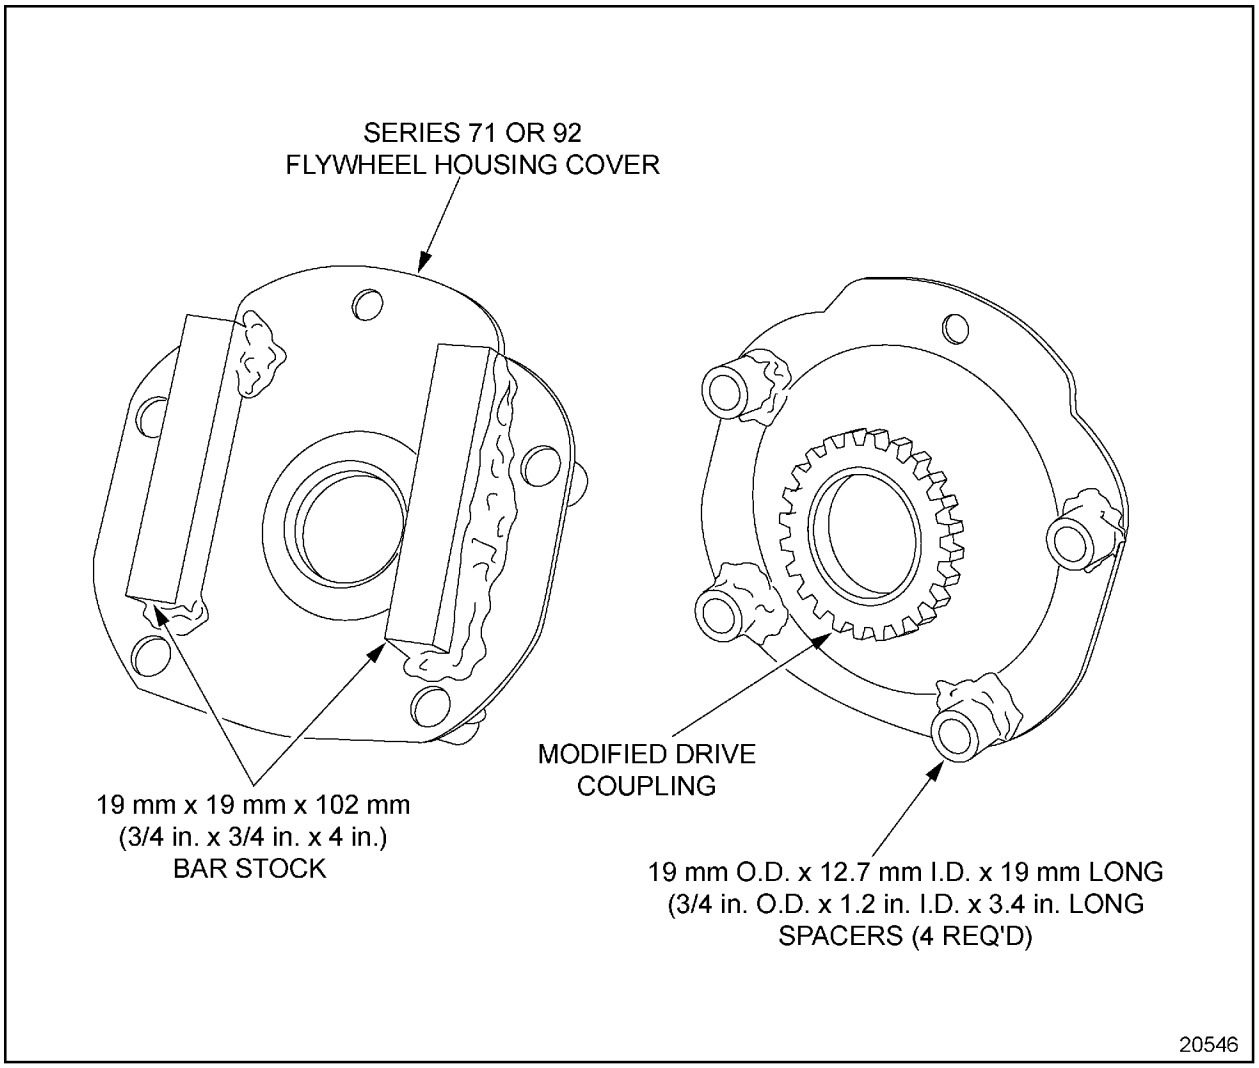
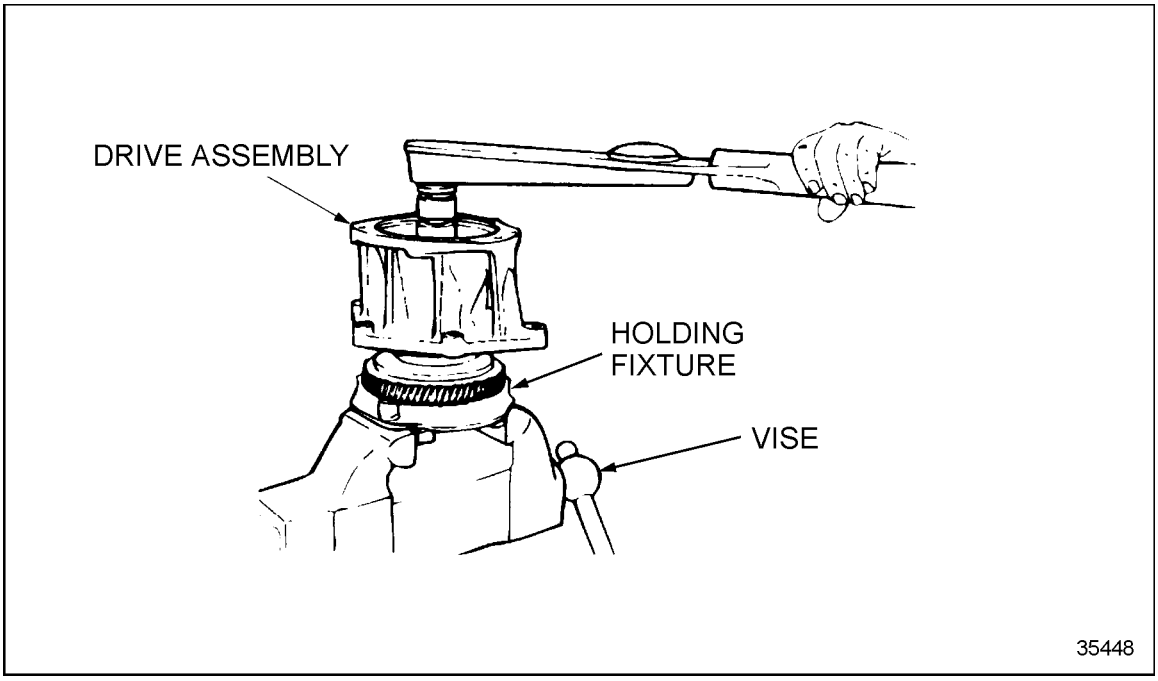

Figure 10-12 Holding Fixture
Figure 10-19 Air Compressor/Raw Water Pump Drive Hub Disassembly
To properly position the cover and coupling with the drive hub, four collars, 19 mm O.D. and 12.7 mm I.D., 19 mm long (3/4 in. O.D. and 1/2 in. I.D., 3/4 in. long), and two pieces of bar stock 19 mm x 19 mm x 102 mm (3/4 in. x 3/4 in. x 4 in.) must be fabricated and welded to the flywheel housing cover at the positions shown in the next illustration. See Figure 10-12.
1. Secure the holding fixture, see Figure 10-12, in a suitable vise with the drive coupling facing up. See Figure 10-19.